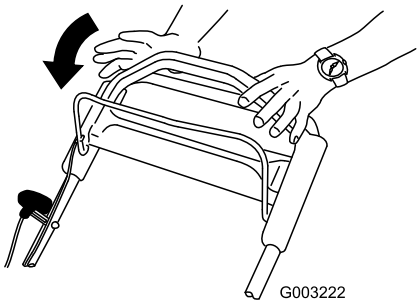

Figur 22
1. Släpp upp knivstyrstången (Figur 22).